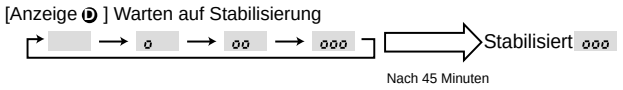

Fig. 8-3
③ Drücken Sie zur Bestätigung der Einstellung die (FILTER) (↵) -Taste. (Fig. 8-3)